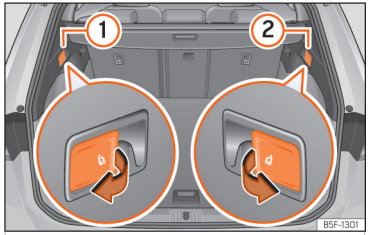

Abb. 103 Im Gepäckraum: Hebel zum Entriegeln der Rücksitzlehne.
- Ziehen Sie am Hebel zur Fernentriegelung auf der linken ››› **(Abb. 103)** ① oder rechten ② Seite der Rückenlehne in Pfeilrichtung. Der entriegelte Teil der Rücksitzbank klappt nun automatisch nach vorn um.